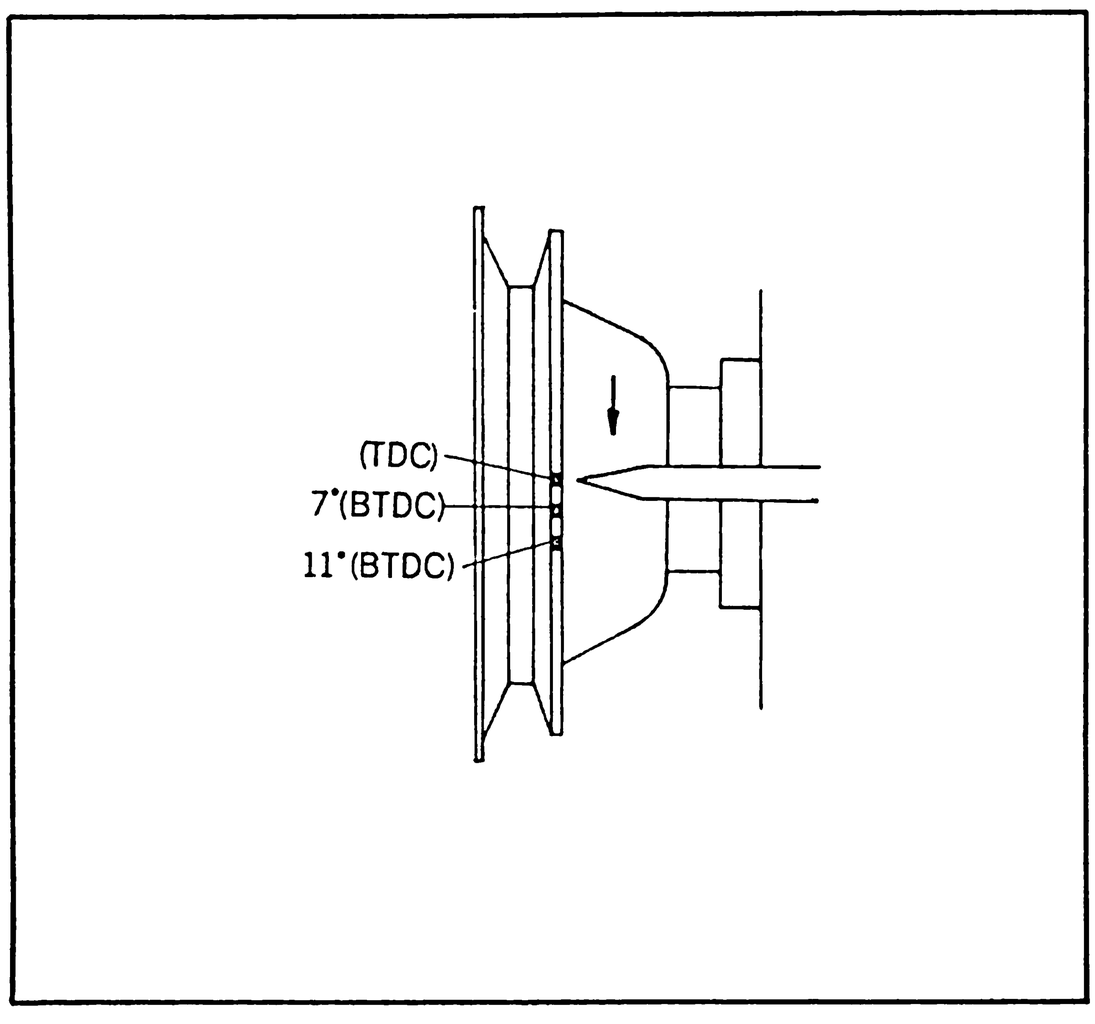

Fig. 1-7 Ignition timing mark
3. Check the retard ignition timing (7± 1° BTDC) by using a timing light. See Fig. 1-7.
6. Check the advance timing (11° BTDC), as shown in Fig. 1-7.